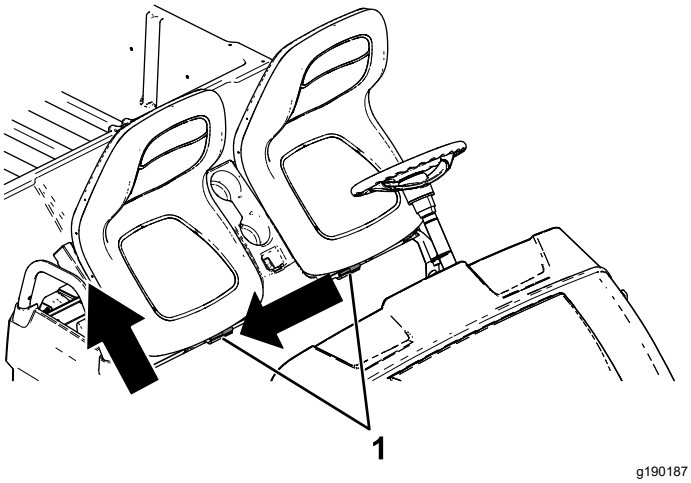

Figur 27
2. Skub sædet ud til siden af tapperne, og løft sædet opad (Figur 27).